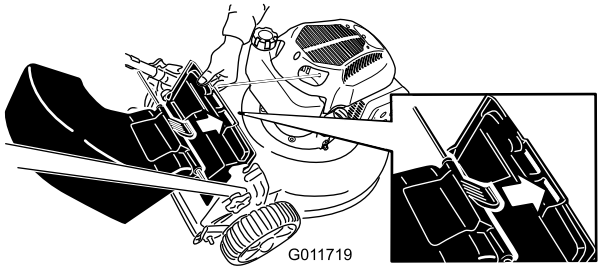

Figur 21
3. Haka fast den bakre utkastarriktaren i den högra skåran på den bakre gräsriktaren (Figur 21).